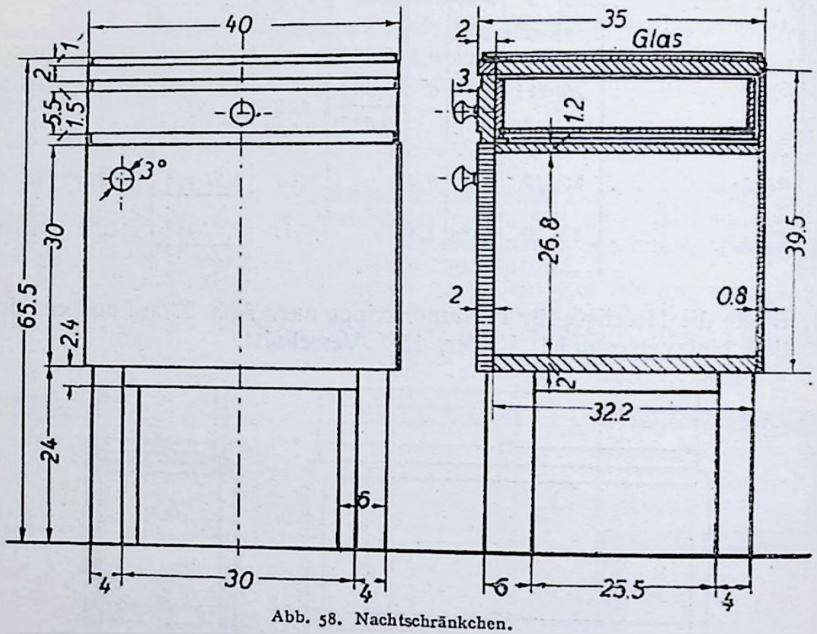

Abb. 58. Nachtschränkchen.
2. Fertige die Holzliste für ein Nachtschränkchen nach Abb. 58 an! Die nicht aus der Zeichnung ersichtlichen Maße sind: